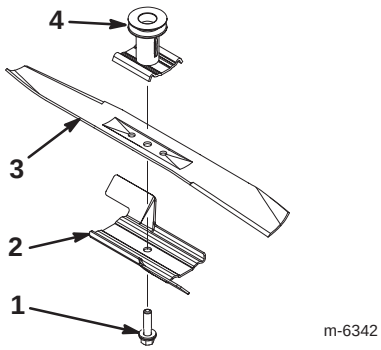

Figur 32
2. Avlägsna knivbulten, acceleratorn och kniven (figur 32).